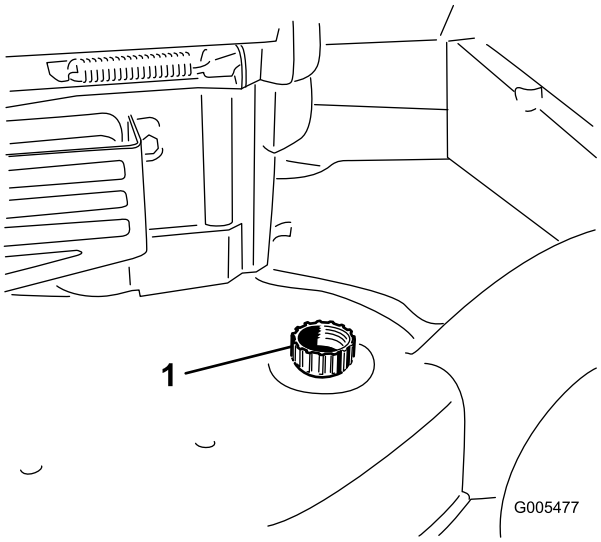

Figur 42
3. Anslut en trädgårdsslang, som är ansluten till en vattenkälla, till tvättanslutningen på klipparkåpan (Figur 42).